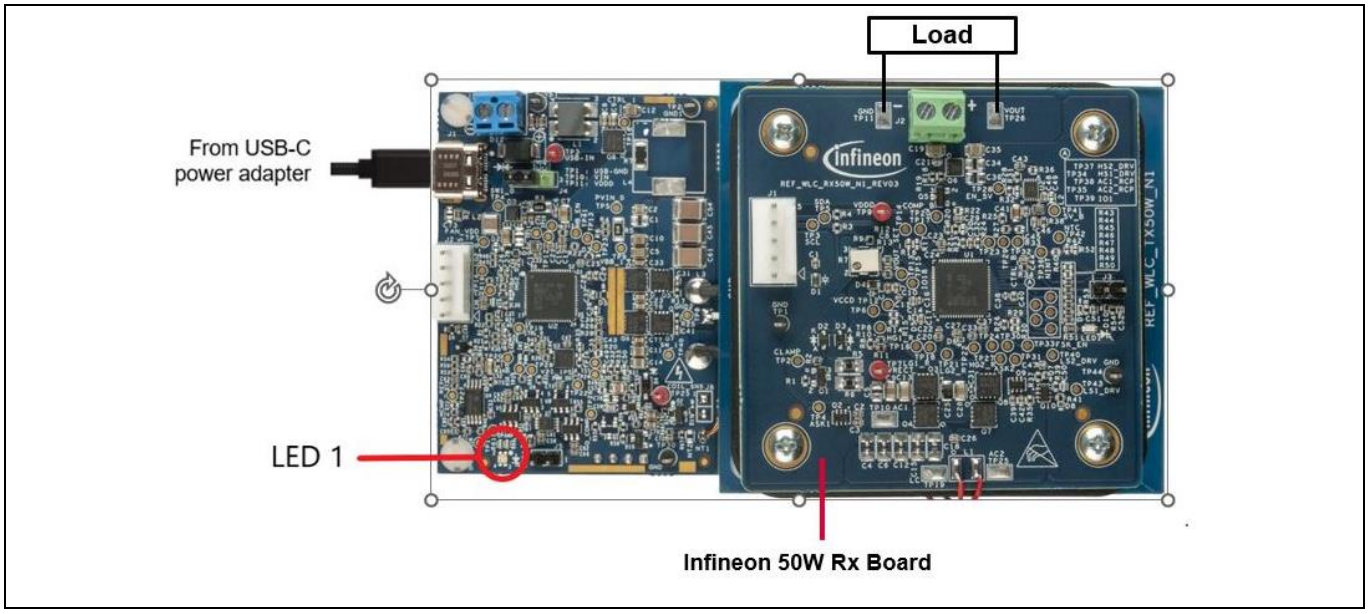

Figure 8 **Wireless power transfer using high power protocol**
4. Place the Infineon 50-W Rx board on the Tx interface of the Tx reference board as shown in **Figure 8**.